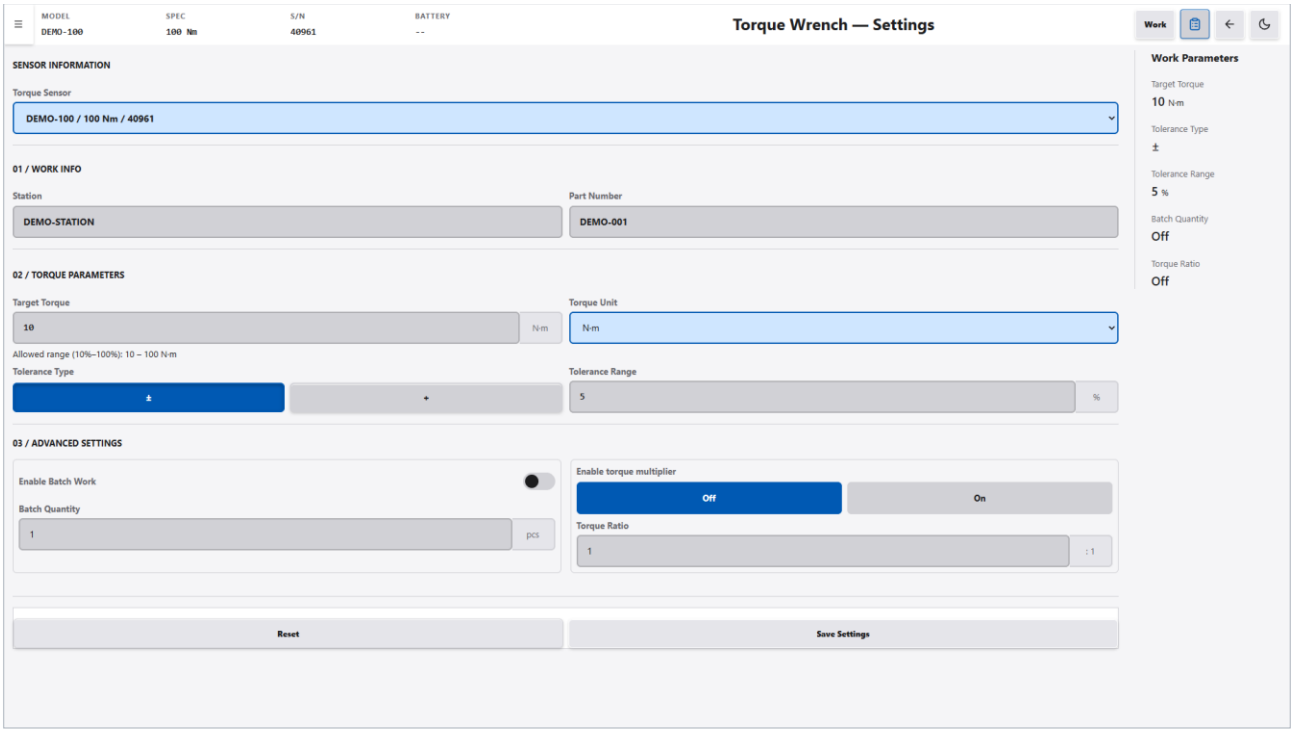

Figure 5-8 Torque wrench settings screen
1. On the torque wrench work screen, click “Settings” at the top right. The screen shows “Torque Wrench — Settings”, with the form filled with the currently saved settings (see Figure 5-8).